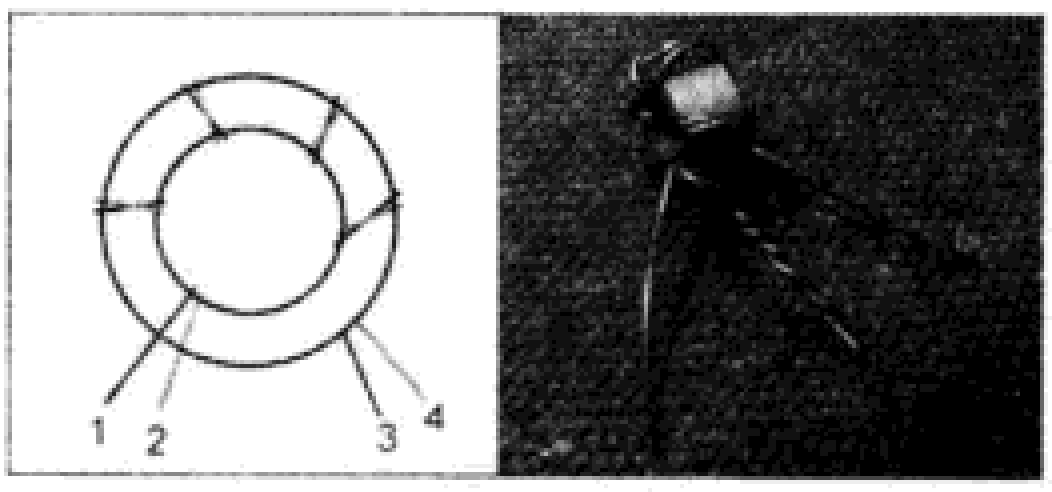

图6
7. 用万用表测出哪两个头是一起的，把2和3连起来（图6）。